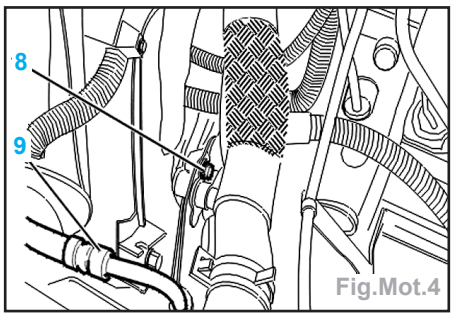

Fig.Mot.4
- le collier (6),
- la coiffe (7),
- Déposer la vis (8) (Fig.Mot.4).